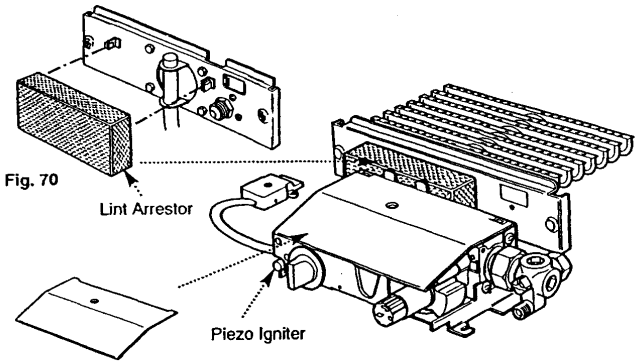

Fig. 69
1. Remove the controls cover panel from its retaining clips (Fig. 69).
1. Remove the controls cover panel from its clips if not already done so (Fig. 69).